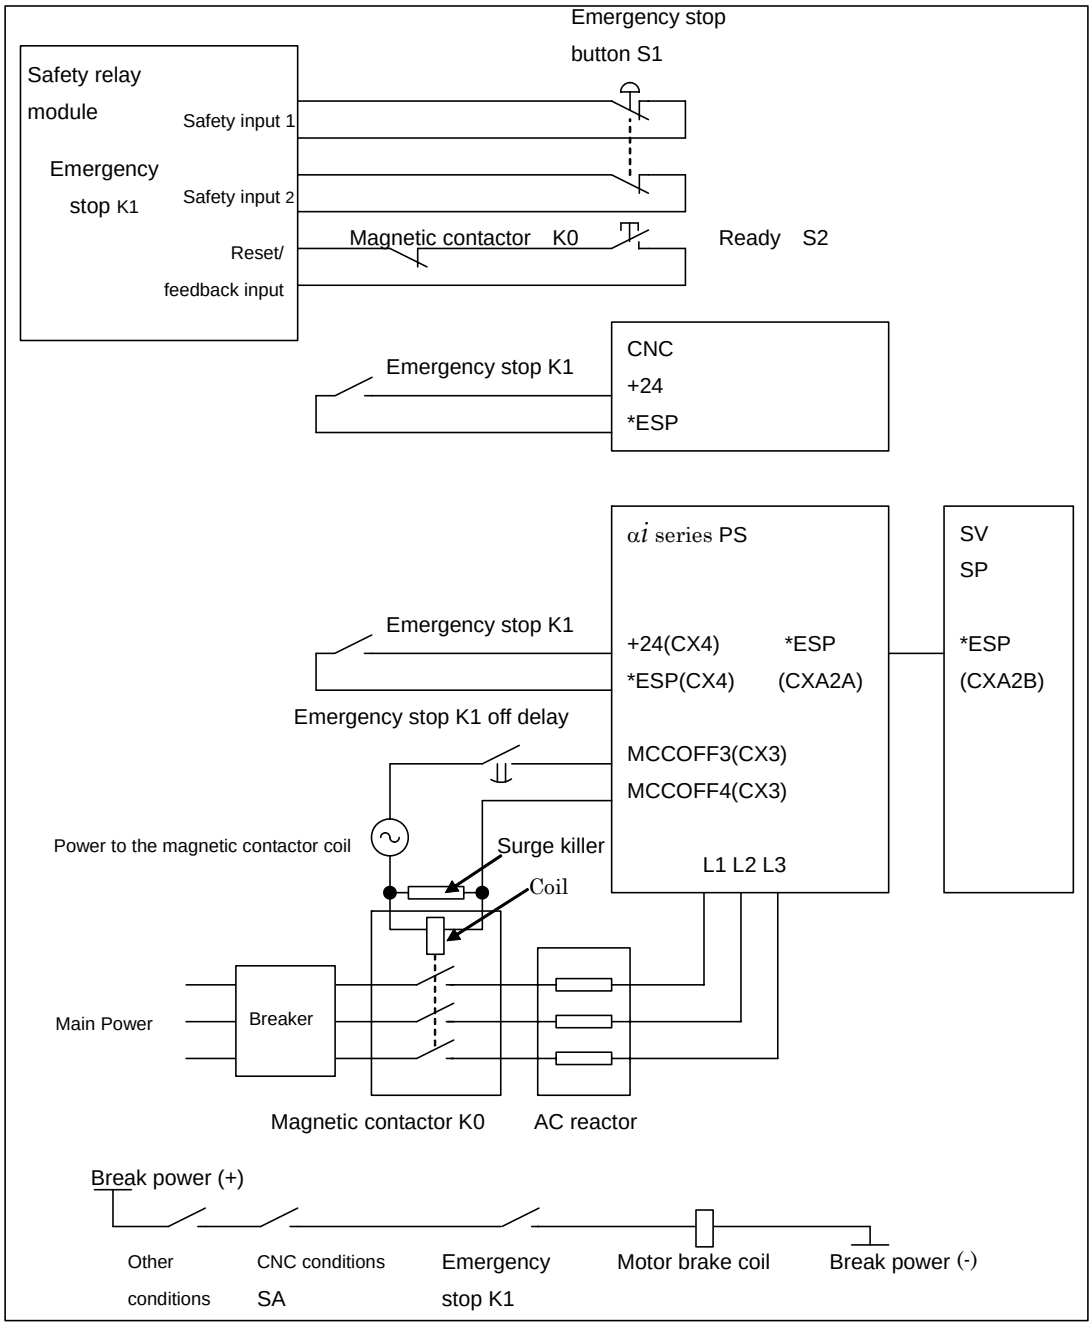

Fig. 9.5(a) Example of connections with an αi series servo amplifier
The example of the emergency stop signal circuit showed in Fig. 9.5(a) or Fig. 9.5(b) complies with the requirements of the safety standard ISO13849-1, Performance Level (PL) c or d. However, when calculating PL value concretely, the calculation should be based on the safety standard ISO13849-1 with the reliability data provided by each parts supplier. In case for the reliability data of CNC, please contact FANUC sales office.